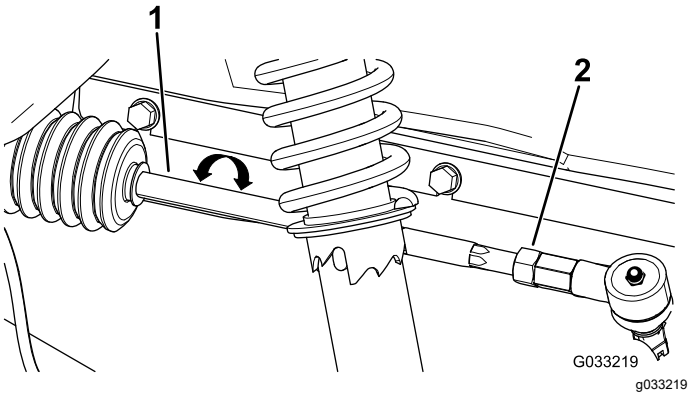

Figur 51
2. Om måttet inte hamnar inom 0–6 mm ska du lossa kontramuttrarna i den yttre änden av dragstängerna (Figur 51).